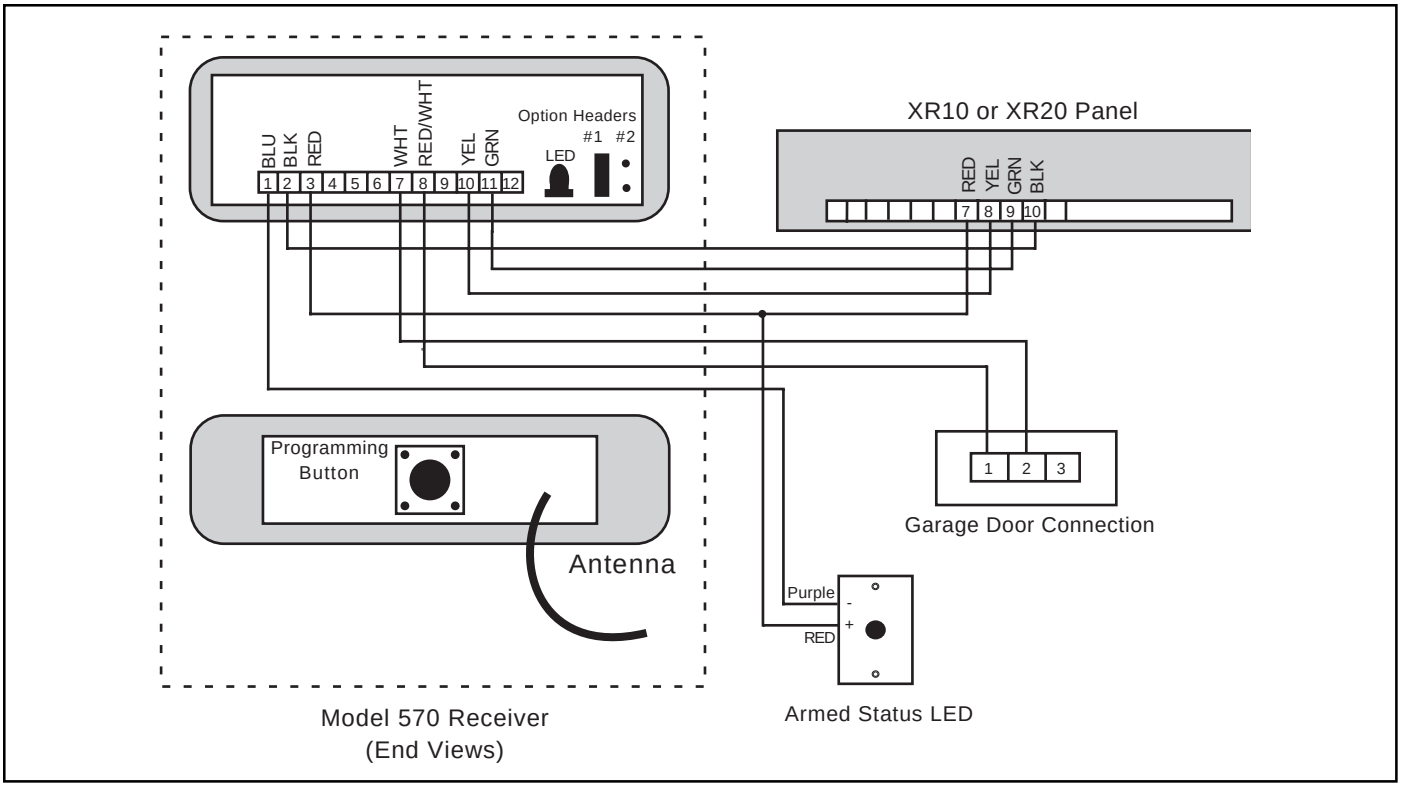

Figure 3: Wiring diagram
Connect the 570 receiver harness red, yellow, green, and black wires to the Keypad bus of an XR10 or XR20 panel. The panel connections are marked RED (7), YEL (8), GRN (9), and BLK (10) and correspond to the same color wires as the receiver harness. See Figure 3.
The Armed Status LED includes a purple wire (-) and red wire (+12 VDC) for installation. Connect the Status LED purple wire (-) to the blue or purple wire of the 570 receiver harness. Connect the Armed Status LED red or purple wire to terminal 7 of the XR10 or XR20 panel. See Figure 3.
The single user code is added by pressing and ***holding*** the programming button on the receiver (see Figure 3). The programming LED on the receiver turns ON for three seconds and then turns OFF. When the LED turns OFF, release the programming button and the LED flashes indicating the user code programming mode. While the programming LED is flashing, enter the four digit user code on the keypad. After the fourth digit is entered, the LED turns OFF indicating the user code is learned.